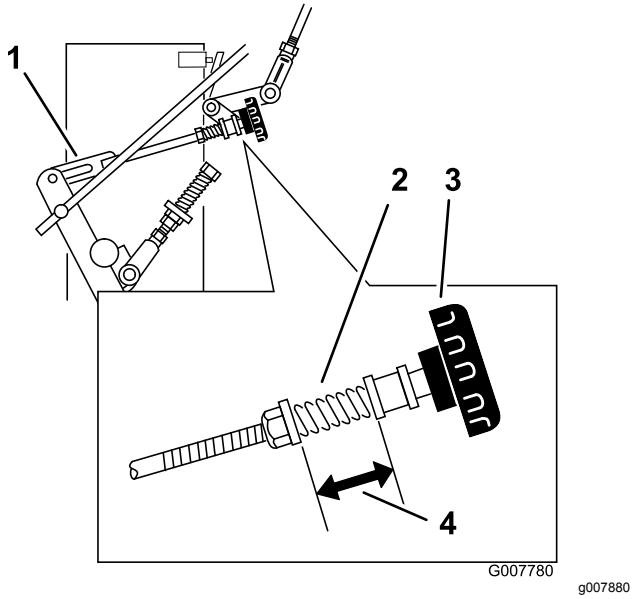

**Figur 38**
3. Justera länken på högra sidan genom att vrida snabbspårningsvredet moturs tills hjulet börjar rotera framåt (Figur 38)
till NEUTRALLÄGET igen. Upprepa detta tills det högra hjulet slutar rotera framåt (Figur 38).
6. Fjädern som håller reglaget spänt behöver normalt inte justeras. Om justering mot förmodan skulle behövas ska fjäderns längd justeras så att den mäter 26 mm mellan brickorna (Figur 38).
7. Fjäderns längd justeras genom att du vrider muttern framför fjädern (Figur 38).